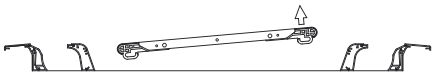

Rys. 5-10
2. Poluzuj zaczep po stronie wciskanej w dół, patrz rys. 5-10.